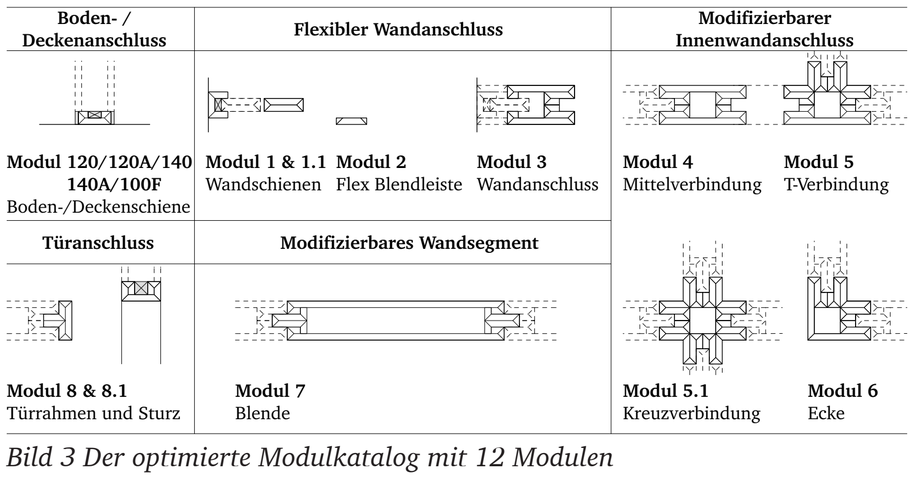

*Bild 3 Der optimierte Modulkatalog mit 12 Modulen*
2. Entwicklung neuer Module für Bauteilanschlüsse an Wand, Boden, Decke, Türen, etc. (Bild 3), die für die praktische Anwendung im Innenausbau unverzichtbar sind und maximale Flexibilität bieten.